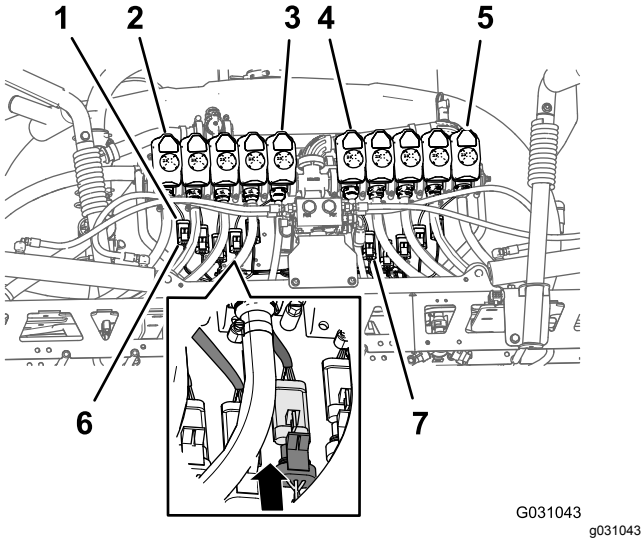

Figuur 133
1. Leid de stekkers met 3 bussen van de kabelboomaftakking van 203 cm met aanduiding **Nozzle Valve 1** (spuitdopklep 1) - **Nozzle Valve 5** aan de achterkant van de bevestiging voor de 10 kleppen en onder spuitdopkleppen 1 tot 5 (Figuur 133).
2. Leid de stekkers met 3 bussen van de kabelboomaftakking van 203 cm met aanduiding **Nozzle Valve 80** (spuitdopklep 6) - **Nozzle Valve 10** aan de achterkant van de bevestiging voor de 10 kleppen en onder spuitdopkleppen 6 tot 10 (Figuur 133).
3. Sluit de connector met 3 bussen van de achterste kabelboom met aanduiding **Nozzle 1** (spuitdop 1) aan op de stekker met 3 pinnen van de kabelboom voor spuitdopklep 1 (Figuur 133).
4. Herhaal stap 3 voor spuitdopkleplocaties 2 tot en met 10 (Figuur 133).